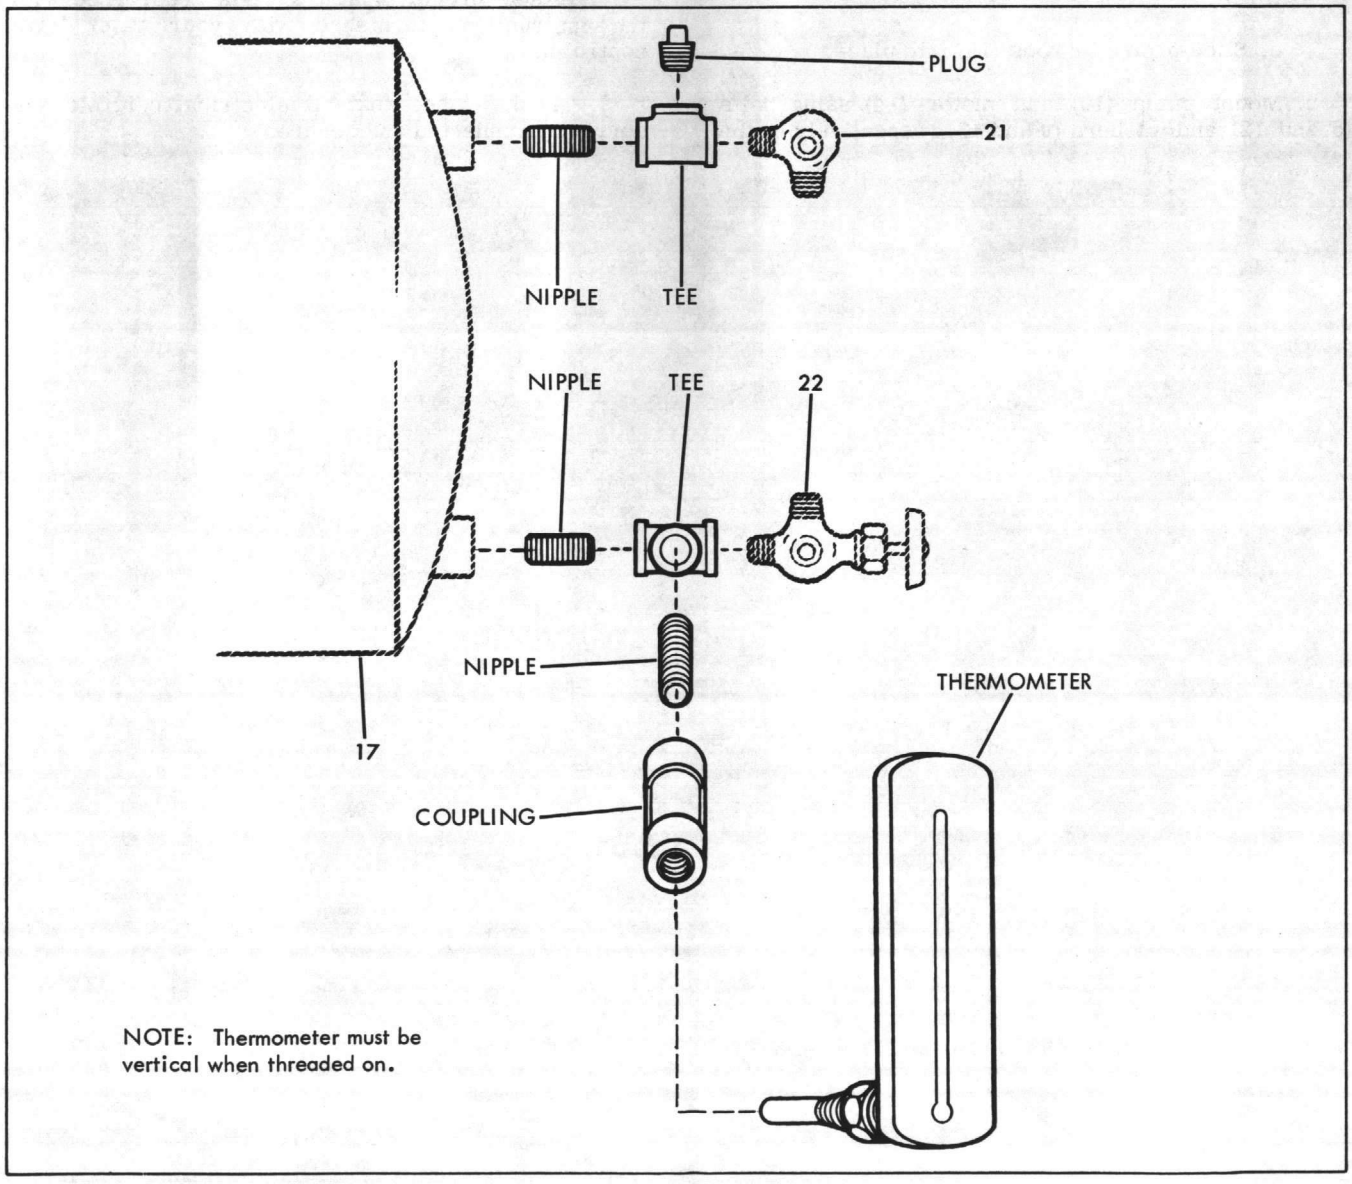

Figure 3. Thermometer Option
For thermometer option, after removing valve gauge fittings (21 and 22), tee with plug and nipple are removed from upper pipe tap. On the lower pipe tap, tee with nipple, coupling and thermometer, and nipple connecting tee with receiver can be removed. Refer to option, figure 3.
If thermometer option is used, refer to figure 3 for location and description of additional fittings.
5. If the pump assembly is equipped with a mechanical seal (24) the seal components should now be removed. (See Figures 3 or 5).